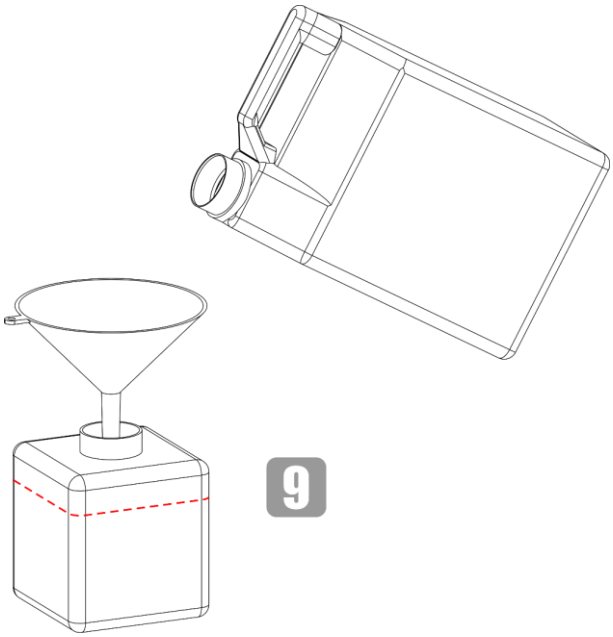

Fig. 16
09) Use a funnel to pour the fog fluid into the tank, as shown in Fig. 16.
10) Fill the fluid container with the recommended fog fluid (Max. Fluid Tank Capacity 1 L). Make sure that you do not overfill. See Fig. 16 for more information.